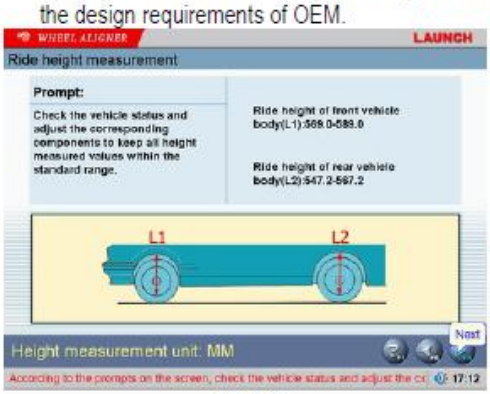

Fig.4.7
3. When some special vehicle models (such as BMW 3 series) are selected, the screen will pop up an interface of [Height Measurement] as shown in Fig.4.7. This interface provides an operating platform for ride height measurement system, in order to check if the ride height meets the design requirements of OEM.